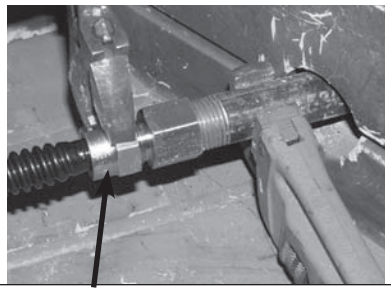

Fig. 12-4 Adapter on pan
6. Attach the flexible connector to the flare side of the connector kit fitting to the fuel injector or air mixer on burner pan (see Fig. 12-4) using Teflon tape or pipe compound resistant to propane gasses. Tighten securely.